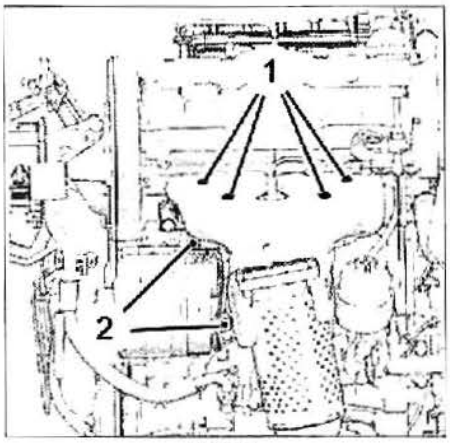

FIG.10
- Desmontar **(fig. 10)**:
- los 4 tornillos (1)
- los 2 tornillos (2)